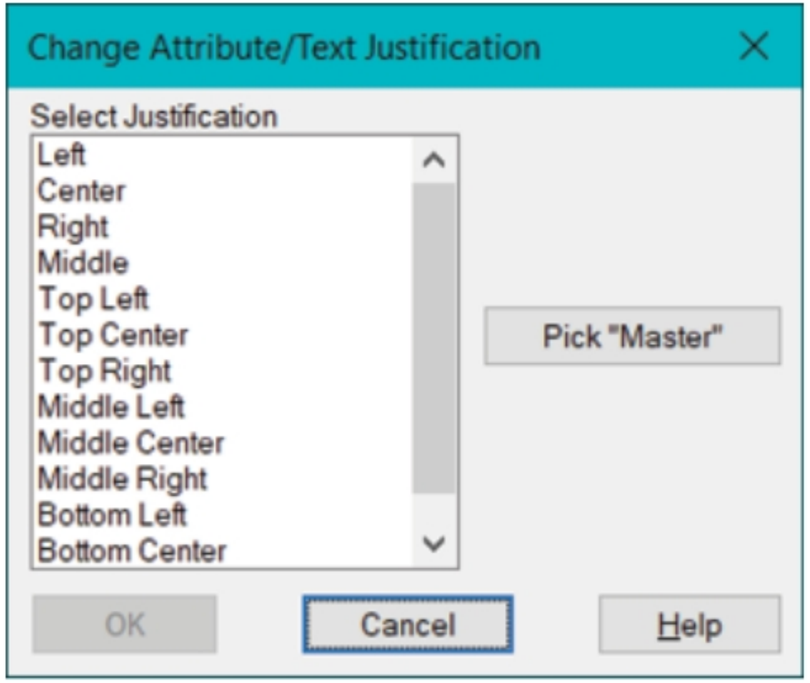

Figure-50. Change Attribute Text Justification dialog box
- Click on the **Change Attribute Justification** tool from the **Edit Attribute** drop-down in the **Edit Components** panel of the **Schematic** tab in the **Ribbon**. The **Change Attribute/Text Justification** dialog box will be displayed; refer to Figure-50.